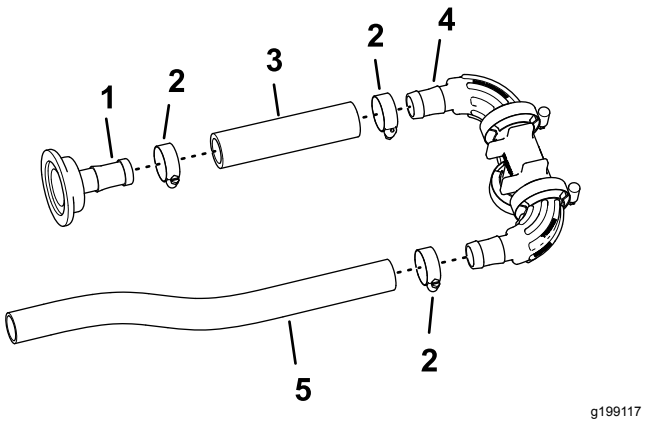

Figuur 88
1. Monteer de slang (1 x 5-3/4 inch) op de rechte slangpilaar (1 x 2 inch); gebruik hierbij een slangklem (3/4 to 1-1/2 inch) en zet de klem handmatig vast (Figuur 88).
2. Monteer het andere uiteinde van de slang (1 x 5-3/4 inch) op de rechte slangpilaar van het verdeelstuk; gebruik hierbij een slangklem en ga te werk zoals in Figuur 88. Draai de slangklem handmatig vast.
3. Monteer de slang (1 x 16 inch) op de andere rechte slangpilaar van het verdeelstuk; gebruik hierbij een slangklem en draai deze handmatig vast (Figuur 88).